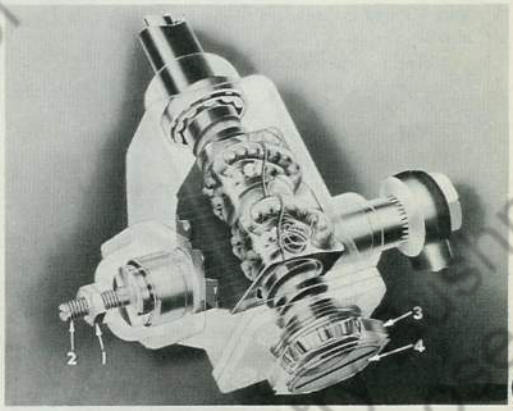

Fig. 1 Phantom Sectional View of Steering Gear
The steering system includes the steering gear and wheel, steering drag link between gear and axle arm, and axle tie-rod. The axle tie-rod is described in "Front Axle," group 10. Front end alignment and steering geometry, which directly affect steering are also included in the "Front Axle" group. Steering gear is recirculating ball type. This description refers to balls which serve as contact between worm and worm nut, Fig. 1. Drag link is ball and socket type and is adjustable for wear.
A. Worm, Wormshaft and Nut—The worm, welded to tubular wormshaft, is mounted in gear housing between barrel type roller bearings. Worm nut is bored to fit over worm and both are threaded with corresponding helical grooves, Fig. 1. Two circuits in nut contain steel balls. Balls roll between nut and worm within their circuits, and are the only contact between worm and nut. When wormshaft is turned, nut moves on worm as with an ordinary screw thread. However, movement of nut is accomplished by balls rolling between worm and nut instead of by sliding contact between parts.